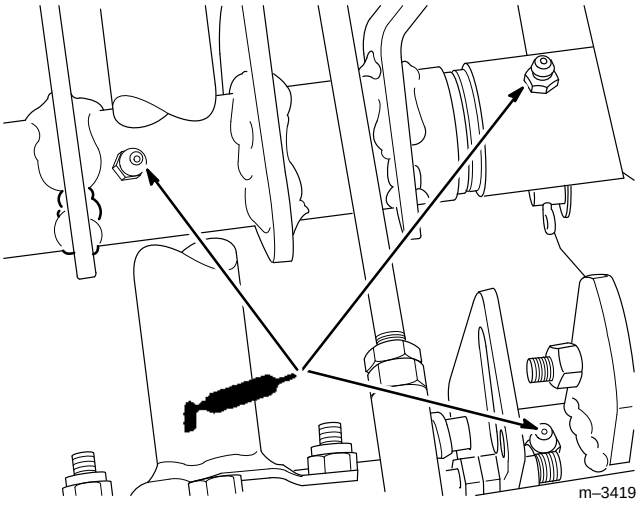

Figure 37
4. Lubrifier les trois graisseurs (Fig. 37).